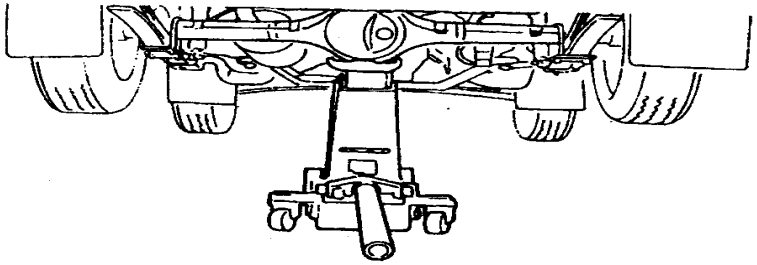

Fig. 1.1-4 Sketch of jack used in front side
2. When jacking up the front end or back end with lifting jack, be sure first to aim the lifting jack at the central position of front suspension or rear axle housing, then to bear a vehicle, see Fig. 1.1-3, Fig. 1.1-4.